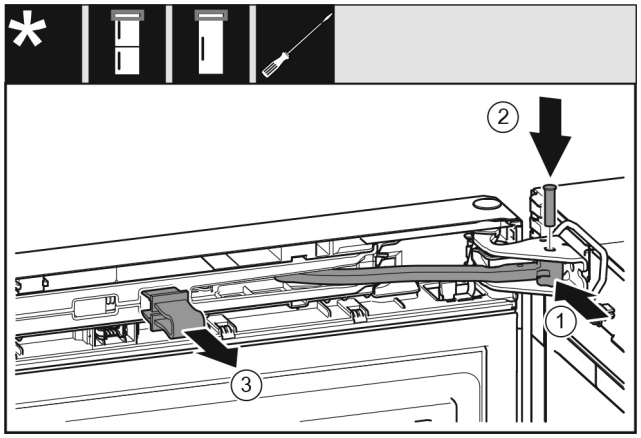

*Fig. 31*
- ▶ Scharnier *Fig. 31 (1)* in het lagerbok draaien.
- ▶ Bouten *Fig. 31 (2)* in het lagerbok en scharnier steken. Let hierbij op dat het vergrendelingslipje juist in de groef zit.
- ▶ Beveiliging *Fig. 31 (3)* wegnemen.